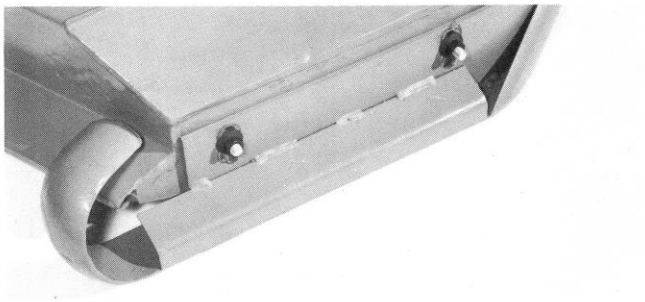

Figure 17
2. Adjust skid by loosening flangenuts, positioning skid as desired, and retightening flangenuts (Fig. 17).